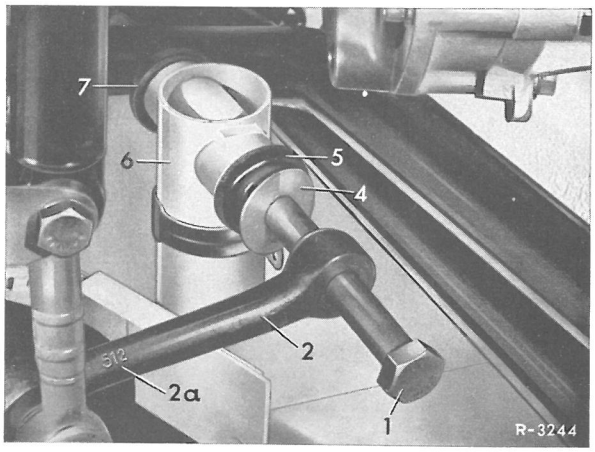

Fig.46-5/8
10 Styremellemarm (2) lægges på sekskantbolten (1), således at krumningen vender opad resp. de støbte kendetal (2a) er synlige nedefra (fig. 46-5/8).